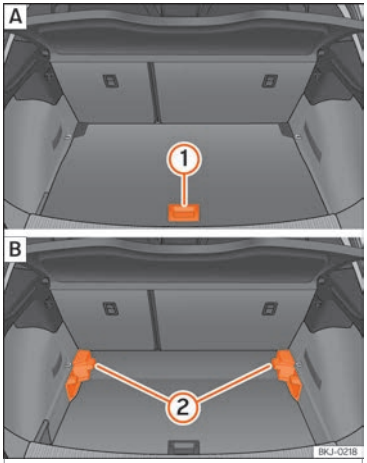

Fig. 114 Variable luggage compartment floor: A raised position; B lowered position.
- To move from the low position to the high position, lift the floor using the handle ››› Fig. 114 (1), and pull it back until the front of the floor has fully passed the supports (2).
- Move the floor forward over the supports as far as the rear seat backrest and then lower the floor with the handle (1).
- To move from the high position to the low position, lift the floor using the handle ››› Fig. 114 (1), and pull it back until the front of the floor has fully passed the supports (2).
- Now let the front part fall to the floor and slide the floor forwards as far as the rear seat backrest; lower the floor at the same time with the handle (1).
- Lift the variable floor in the high position using handle ››› Fig. 114 (1), pull it up and push it towards the backrest of the rear seats until it folds along the hinge line and the movable part of the floor is resting on itself.